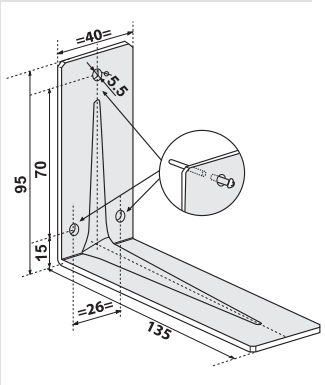

рис. 3
- Через отвори в нижній частині приладу, позначте центри трьох отворів діаметром 5,5 мм. Це отвори, розташовані на короткому кінці кутового кронштейна притиснутого до стіни (рис. 3).